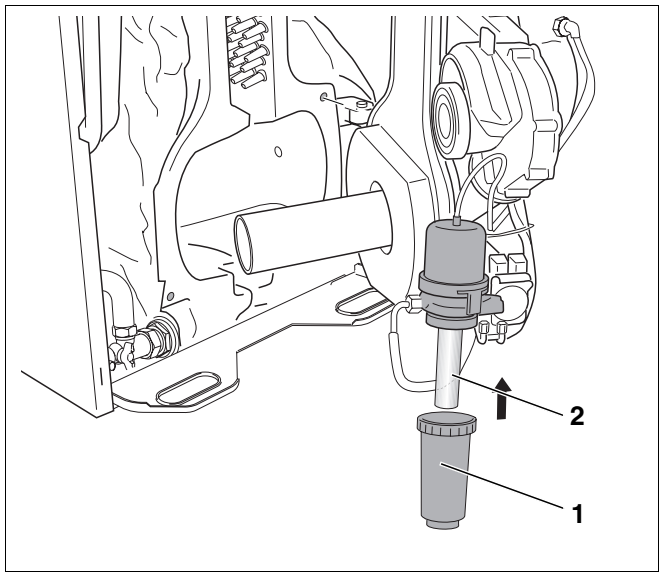

Abb. 68 Ölfiltereinsatz wechseln
- Filtergehäuse (Abb. 68, **Pos. 1**) abschrauben (auslaufendes Öl mit Filtergehäuse auffangen).
- Ölfiltereinsatz (Abb. 68, **Pos. 2**) wechseln.
- Filtergehäuse (Abb. 68, **Pos. 1**) aufschrauben.